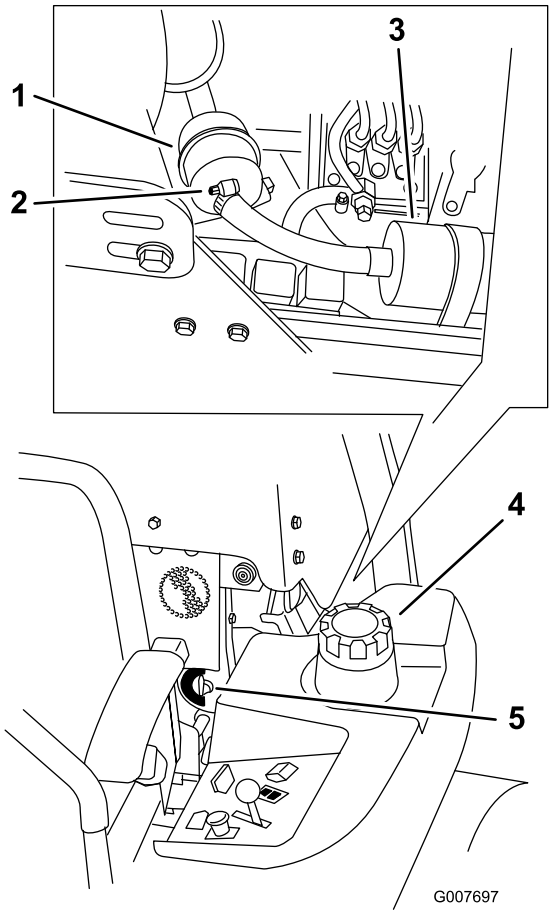

Figur 44
4. Åpne drivstoffventilen(Figur 44).
5. Løsne de to slangeklemmene og koble fra drivstoffslangene fra toppen av filteret (Figur 44).
6. Sett inn et nytt filter. Koble drivstoffslangene til drivstoffilteret og monter de to slangeklemmene (Figur 44).